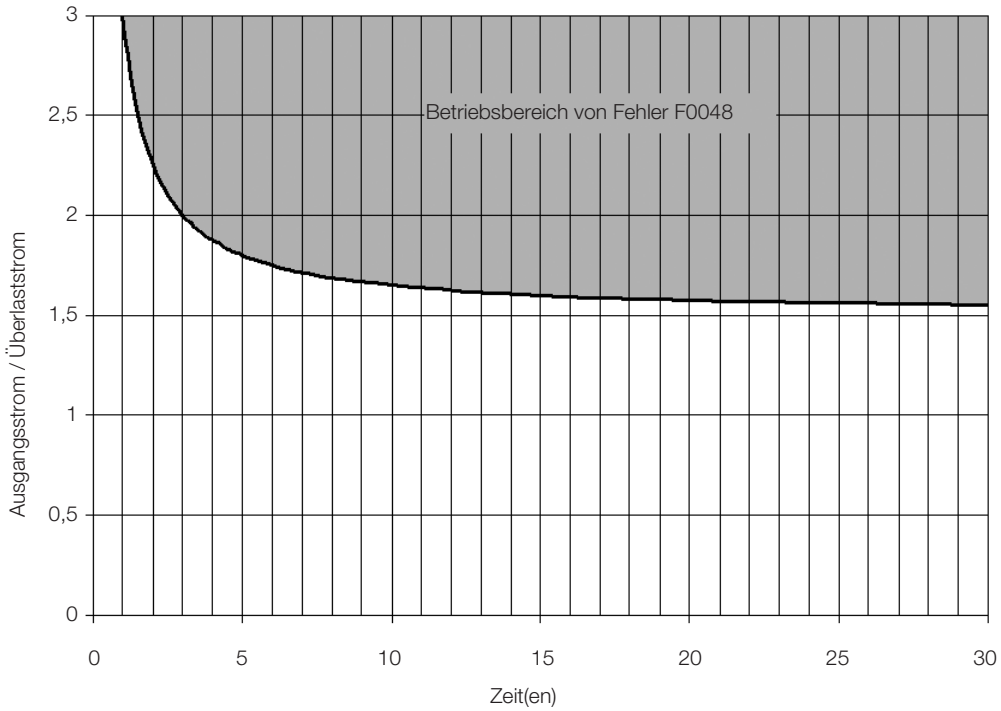

Abbildung 18.2: *Betätigung der Überlast der IGBTs (Heavy Duty - HD)*
Der Überlastschutz der CFW500 IGBT verwendet dasselbe Motorschutzformat. Das Design wurde jedoch so geändert, dass der Fehler F0048 bei 200 % der Überlast für schwere Beanspruchung (HD) (P0298 = 1) in Bezug auf den Nennstrom des Wechselrichters (P0295) in drei Sekunden auftritt, wie in Abbildung 18.2 auf Seite 18-4 dargestellt. Andererseits verfügt die IGBTÜberlastung (F0048) über keine Auslösung für Niveaus unter 150 % des Umrichter-Nennstroms (P0295).